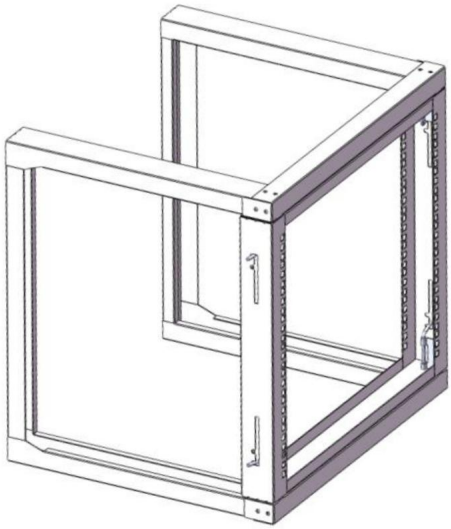

Figur 5
5. Utför samma steg som steg 4. Lås vänster sida av dörrsats (3) 2 st dörrlås på karmen ett i taget. Se till att dörrsatsen är fixerad. Se figur 5